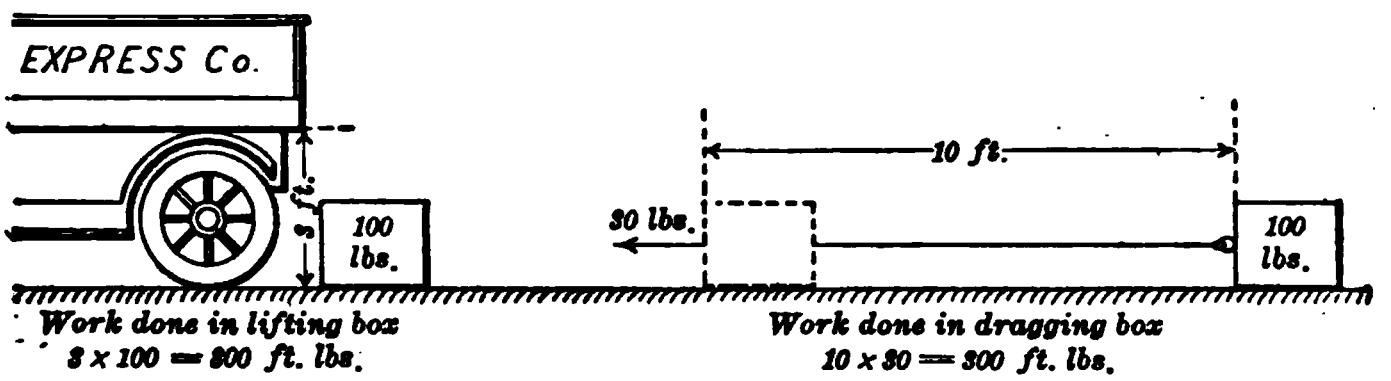

Fig. 41. Examples of doing work.
32. Work. The function of every machine is to do a certain amount of work. Now in the technical language of science, **work means the overcoming of resistance.** For example (Fig. 41), a man does work when he lifts a trunk from the platform into a truck, or when he drags the trunk along the platform. But the man does not do work in the scientific sense of the word, no matter how hard he pushes or pulls, if he does not lift or move the trunk. In other words, work is measured by accomplishment, not by effort or by fatigue.